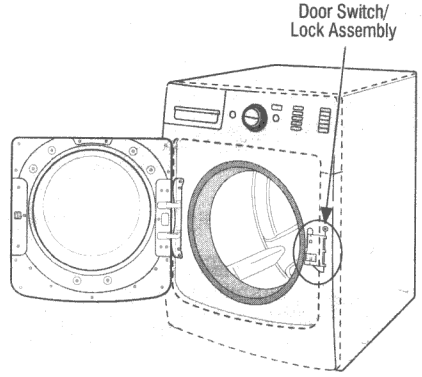

Figure 10a - Location of Door Switch/Lock Assembly
3. Reach down along the inside of the front (between tub and ACU) and locate the top of the door switch/lock assembly (see figure 10a, page 21).